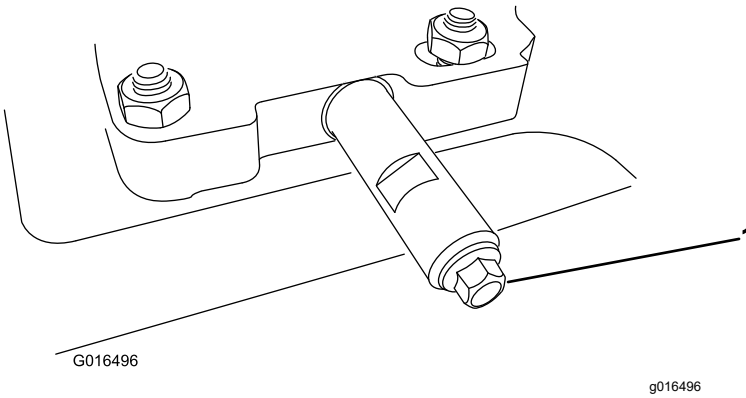

Figure 35
2. Nettoyez la surface autour de l'écrou de vidange d'huile (Figure 35).